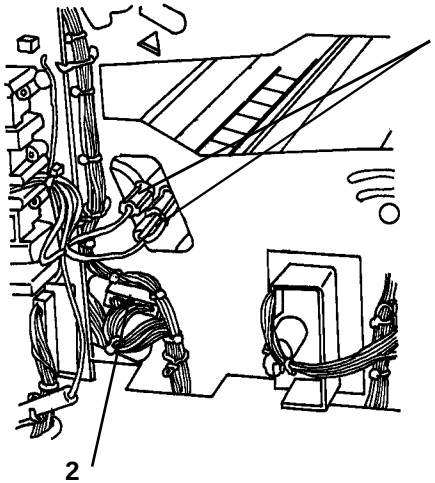

**Figure 1 Disconnecting the Connectors**
3. (Figure 1): Disconnect the connectors at the rear of the printer.